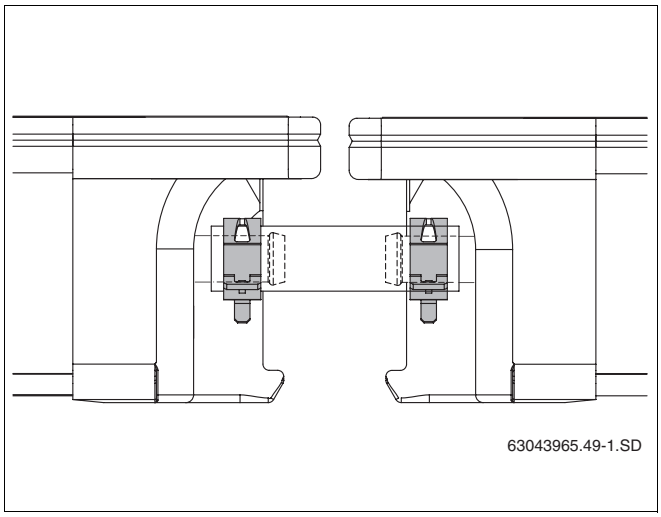

Afb. 50 Flexibel voor zonne-energie met beveiligde veerklemringen
- Beveilig elke flexibel voor zonne-energie aan de collectoraansluiting met een veerklemring (afb. 50).